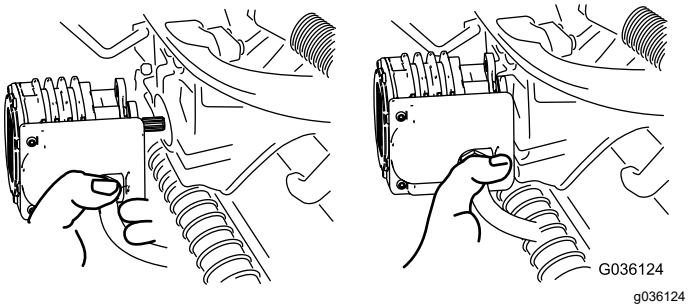

Figura 69
5. Mova o motor para o local de armazenamento na parte da frente do braço de suspensão (Figura 69).